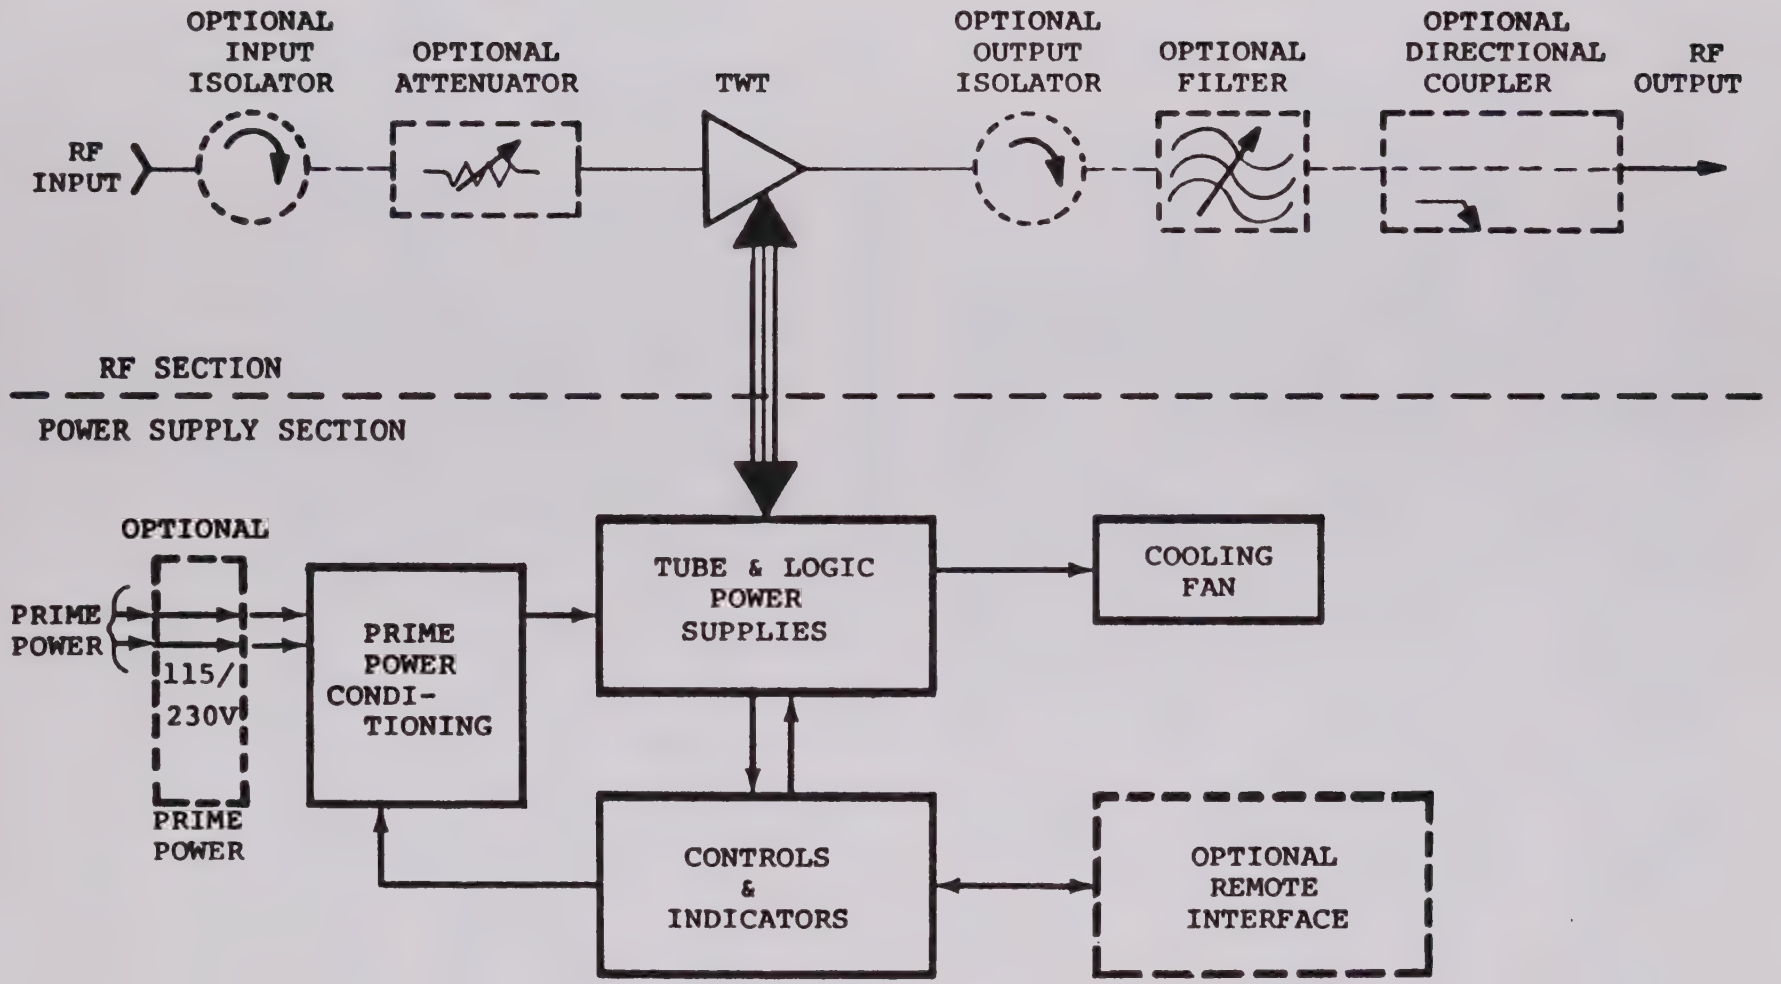

FIGURE 4-1 FUNCTIONAL BLOCK DIAGRAM-POWER AMPLIFIER
A simplified block diagram of the Power Amplifier (PA) is presented in Figure 4-1. While all of the TWTA components are mounted in a single drawer assembly, it is convenient to discuss the unit in terms of the Power Supply Section and the RF Section. Section 4.2 briefly discusses the functions of the Power Supply and RF sections. Detailed discussions are presented in Section 4.3.